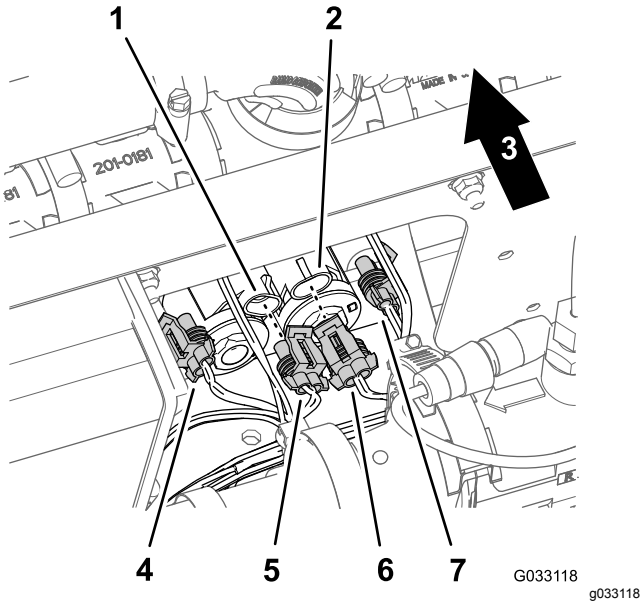

Figuur 177
3. Maak de 2-polige connectors van de kabelboom van de ultrasone spuitboom completeringsset (Figuur 177) los van de 2-polige connectors van de spoelen van het verdeelstuk van de hefcilinder: